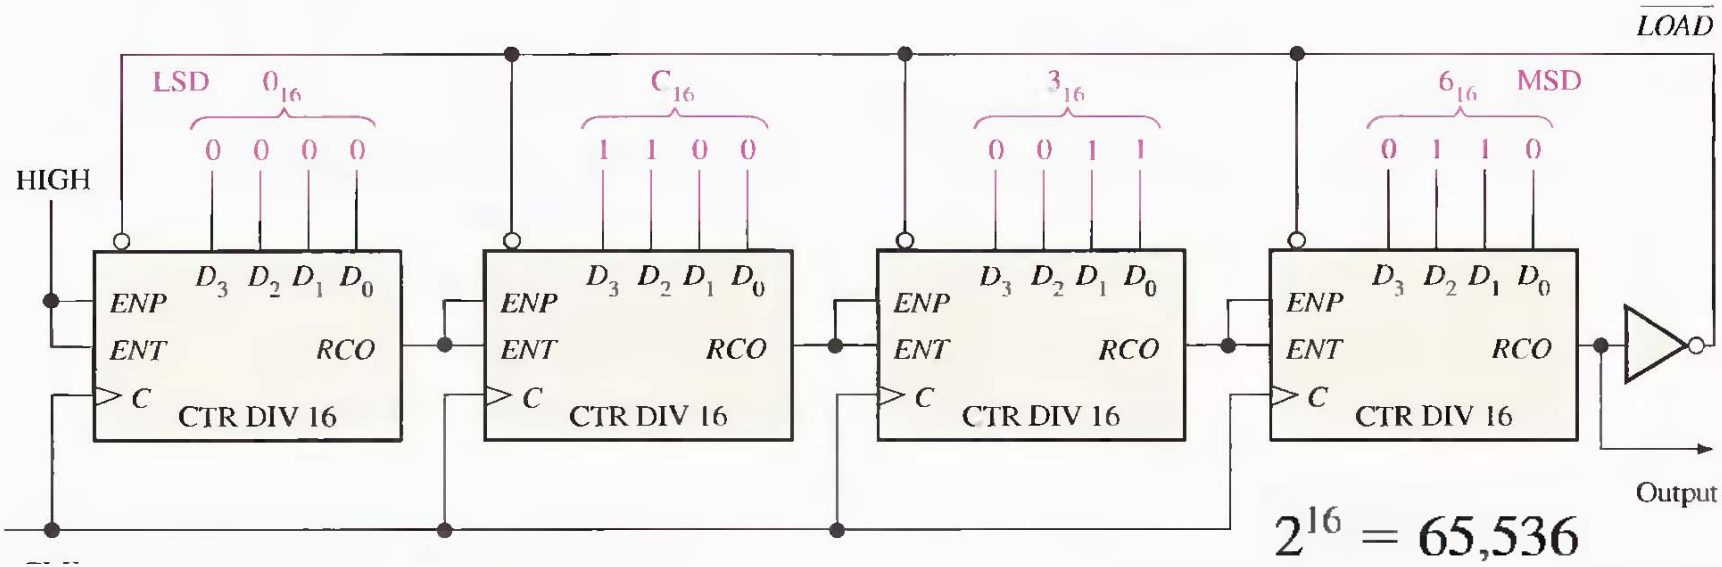

FIGURE 8–44
EXAMPLE 8–7 Determine the overall modulus of the two cascaded counter configurations in Figure 8–42.
Solution In Figure 8–42(a), the overall modulus for the 3-counter configuration is
In Figure 8–42(b), the overall modulus for the 4-counter configuration is
Let's assume that a certain application requires a divide-by-40,000 counter (modulus 40,000). The difference between 65,536 and 40,000 is 25,536, which is the number of states that must be *deleted* from the full-modulus sequence. The technique used in the circuit of Figure 8–44 is to preset the cascaded counter to 25,536 (63C0 in hexadecimal) each time it recycles, so that it will count from 25,536 up to 65,535 on each full cycle. Therefore, each full cycle of the counter consists of 40,000 states.
Suppose that you wish to decode binary state 6 (110) of a 3-bit binary counter. When $Q_2 = 1$, $Q_1 = 1$, and $Q_0 = 0$, a HIGH appears on the output of the decoding gate, indicating that the counter is at state 6. This can be done as shown in Figure 8–45. This is called *active-HIGH decoding.* Replacing the AND gate with a NAND gate provides active-LOW decoding.